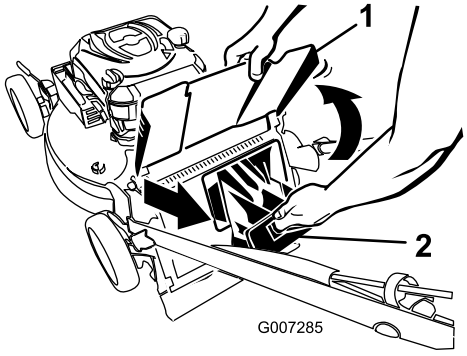

Figur 32
1. Hev og hold oppe utslippsavlederen (Figur 32).